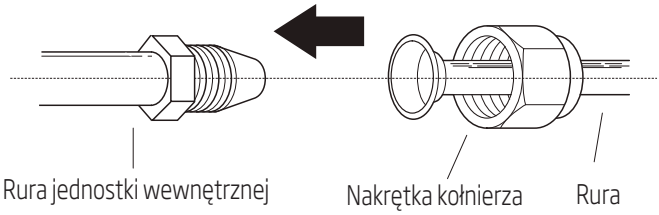

Rys. 7.7
1. Wyrównać obie łączone rury w osi. Patrz Rys. 7.7.